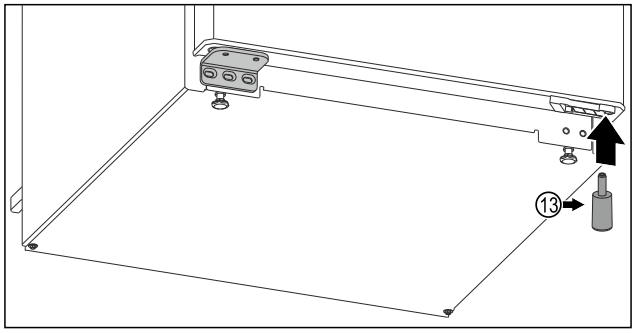

*Fig. 18 Ved apparater uten 4-stjerners frysedel**
▶ Sett inn avstandsdelen *Fig. 18 (13)* igjen nede til høyre i døren, da den er viktig for apparatets stabilitet.*